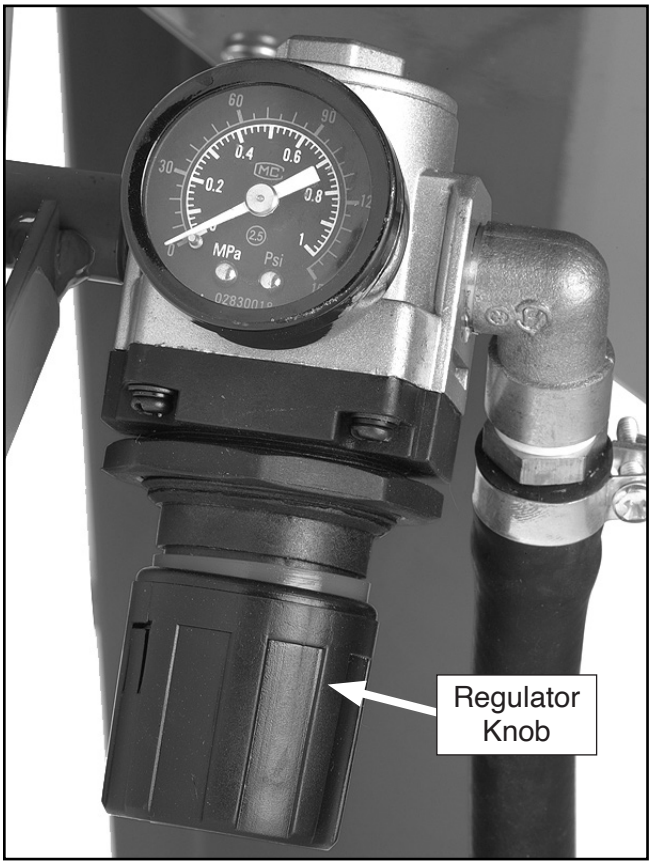

Figure 26. Air pressure regulator.
7. Pull down on regulator knob shown in **Figure 26** to unlock it, and turn knob clockwise to increase air pressure for desired blasting operation. Push knob in to lock setting.